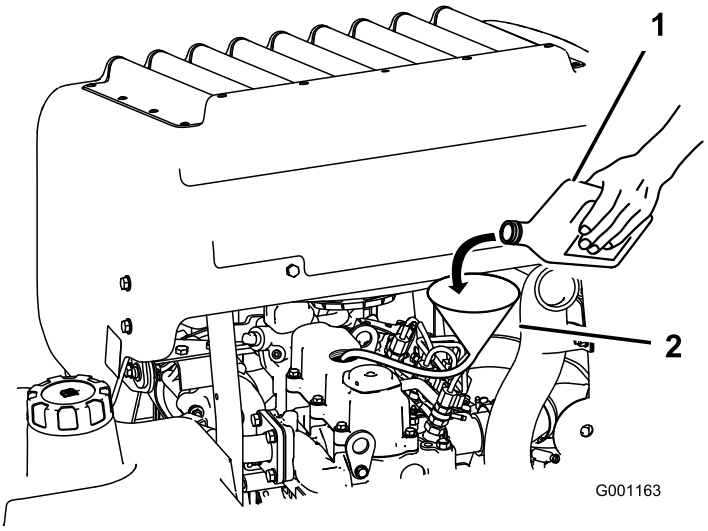

Figuur 37
3. Gebruik een slang en een trechter om motorolie bij te vullen (Figuur 37).